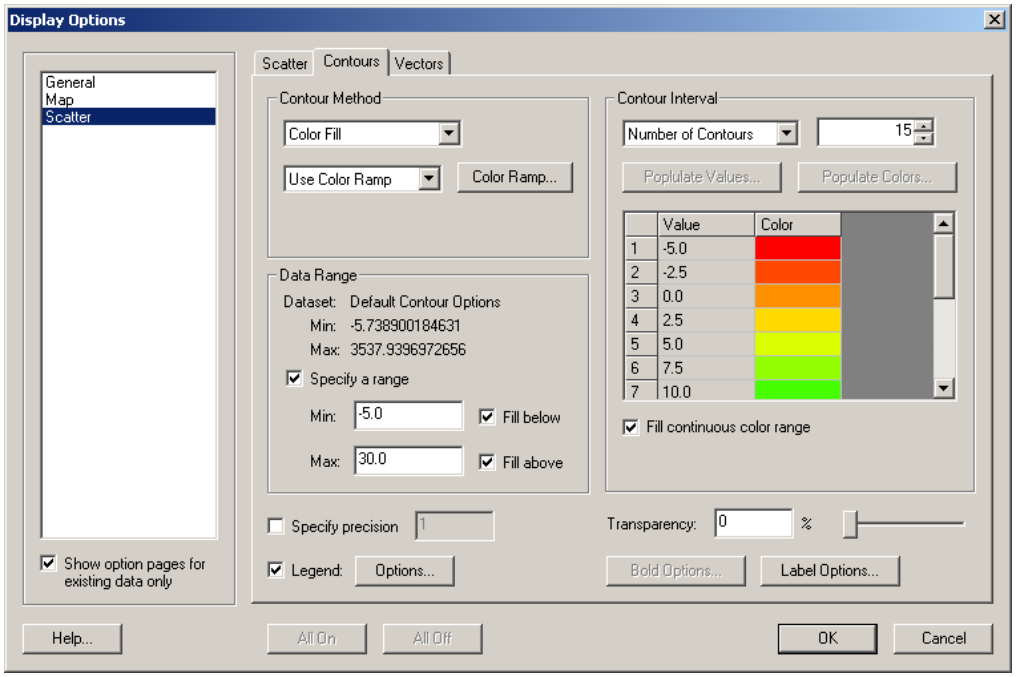

Figure 3. Display Options
3. Go to the *Contour* tab, change contour method to *Color Fill* and adjust the data range as necessary (-5.0 to 30 m) (Figure 3).